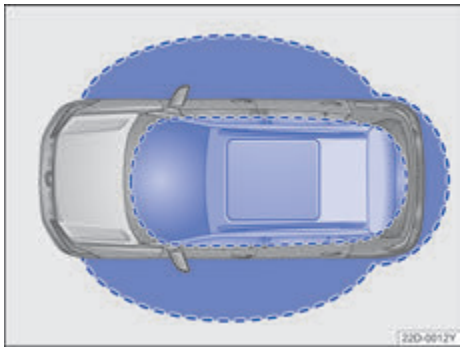
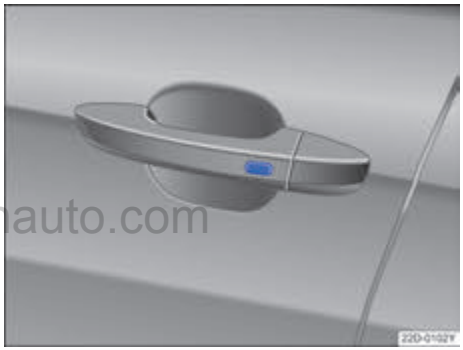

图 48 无钥匙进入闭锁/启动系统：工作范围
图 49 无钥匙系统 Kessy：车门拉手上的按钮。
Kessy 是一种无钥匙系统，它可以实现在不操作遥控钥匙的情况下解锁或锁止汽车。操作者只需随身携带一把有效遥控钥匙，并处于车门或行李厢盖的有效感应区域内→ 图 48，同时按压车门拉手上的按钮→ 图 49 或按压行李厢盖上的按钮即可实现。
如果有一把有效遥控钥匙在有效感应区域内→ 图 48，则无钥匙系统 Kessy 会将访问权限授予该钥匙。紧接着可以在不主动操作遥控钥匙的情况下执行以下功能：
– 按压驾驶员或副驾驶员车门拉手上的按钮 →图 49 一次。
– 按压车门拉手上的按钮 →图 49 一次，汽车锁止。
如果汽车已锁止并且一把有效汽车钥匙位于行李厢盖的接近范围内→图 48，行李厢盖在通过把手按钮打开时会自动解锁。